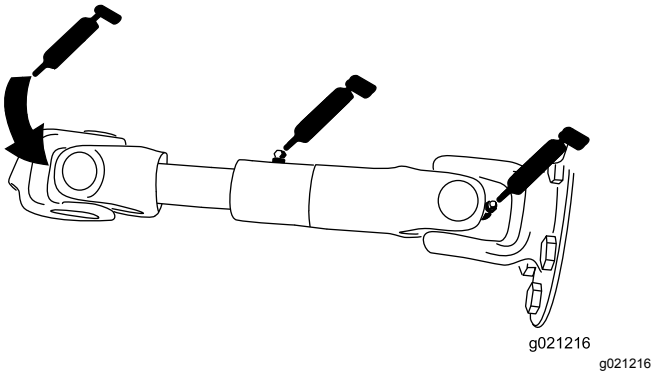

**Figur 76**
- Pumpens drivaxel (3) (Figur 76)